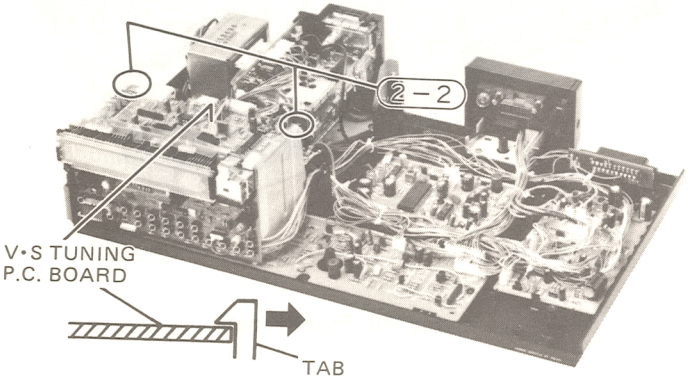

Fig. 42 V·S Tuning PC Board
2. V·S Tuning PC Board (Fig. 42)